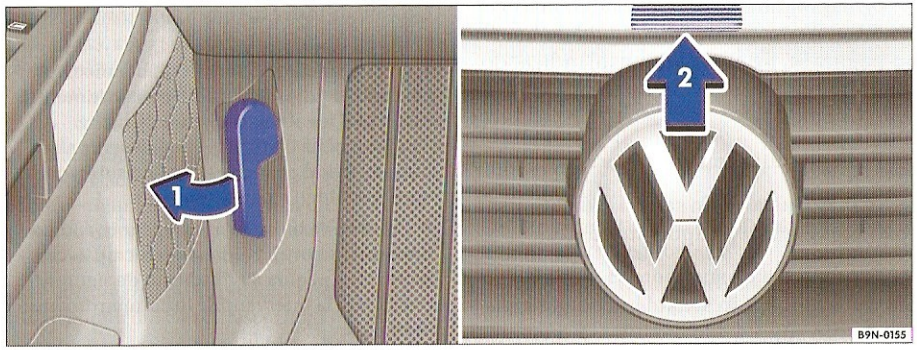
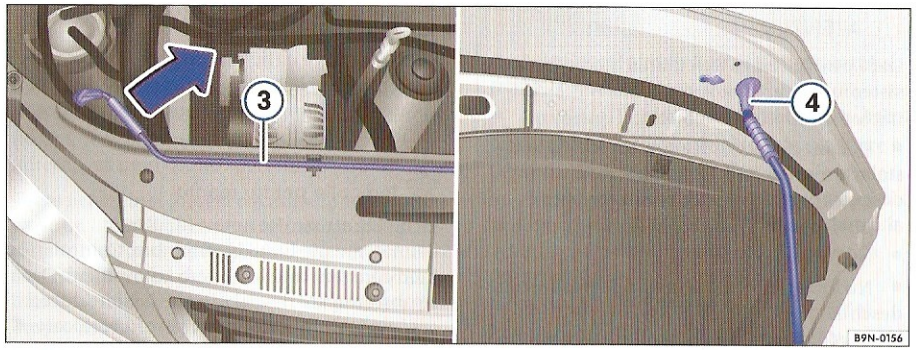

Fig. 9 Imaginea din stânga: Maneta de deblocare a capotei motorului. Imaginea din dreapta: Tasta pentru deschiderea capotei motorului. ▶
Fig. 10 Imaginea din stânga: Fixarea tijei de susținere a capotei motorului. Imaginea din dreapta: Capota motorului deschisă.
– Trageți maneta de sub tabloul de bord ⇒ pagina 51, fig. 9" ① în sensul indicat de săgeată – capota sare din încuietoare ⇒ ⚠.
– Apăsați tasta ② în sensul indicat de săgeată și deschideți capota motorului.
– Scoateți tija de susținere ⇒ pagina 52, fig. 10" ③ în sus în sensul indicat de săgeată, din suport.
– Introduceți tija în orificiul prevăzut ④.
– Ridicați puțin capota motorului și scoateți tija de susținere ⇒ pagina 52, fig. 10" ④.
– Apăsați tija de susținere în suportul ei ⇒ pagina 52, fig. 10" ③ în partea din față a compartimentului motor.